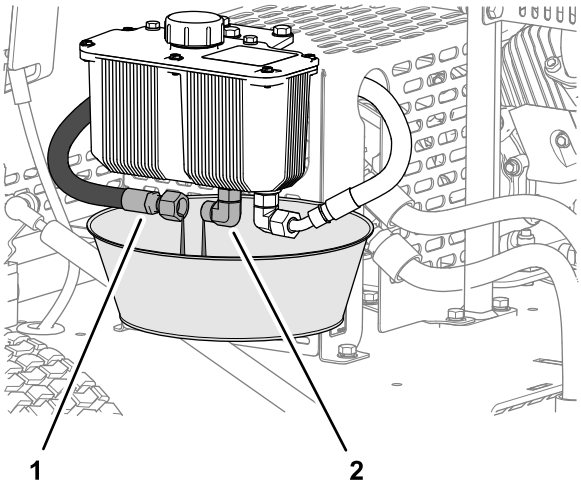

Rysunek 36
1. Umieść miskę drenażową o pojemności 2 l pod zbiornikiem oleju hydraulicznego (Rysunek 36).
2. Zdejmij wąż zasilający oleju hydraulicznego ze złącza zbiornika i odczekaj, aż cały olej hydrauliczny spłynie (Rysunek 36).